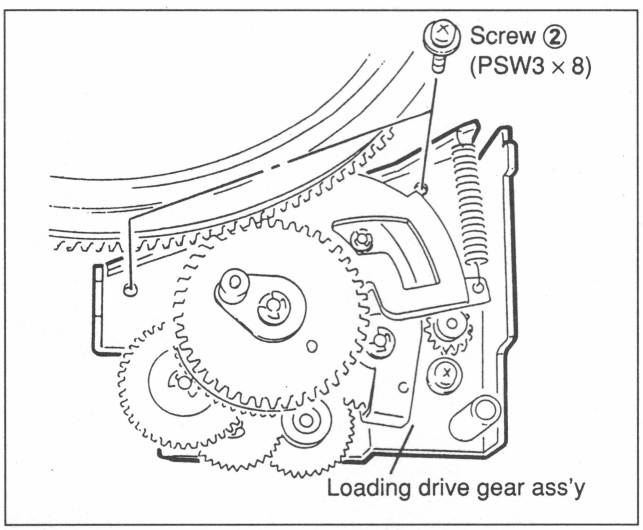

Fig.7-19-4 Loading Drive Gear Ass'y Remove
(2) Remove two of screw ② shown in Fig. 7-19-4, then remove the loading drive gear ass'y.